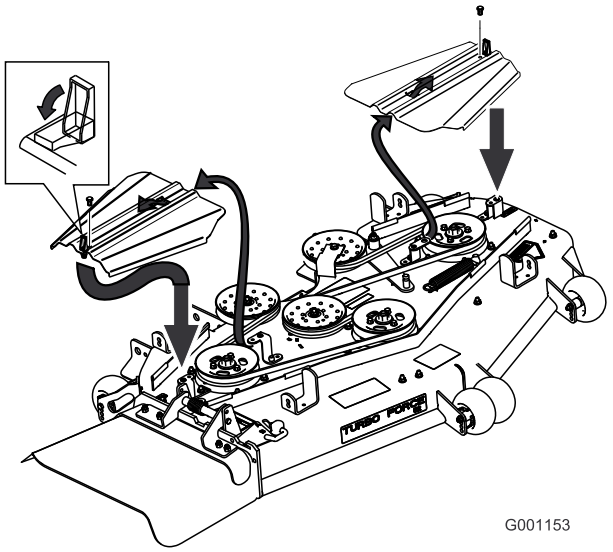

Figuur 58
3. Draai de twee bouten los waarmee de drijfriemkappen zijn bevestigd en verwijder de drijfriemkappen (Figuur 58).
9. Schuif de drijfriemkappen in de lippen, monteer de bouten en zet de sluitingen vast (Figuur 58).